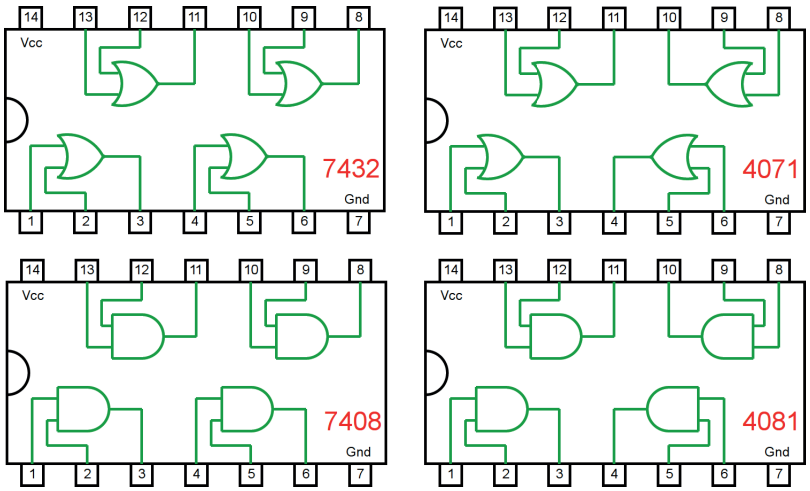

Figura 4.29 – Circuitos integrados TTL e CMOS.
a) Coloque os circuitos integrados (TTL e/ou CMOS da figura 4.29) nas posições indicadas.
d) Conecte os fios verdes. Os fios verdes estão conectados ao terra e portanto fornecendo valor lógico (0) às entradas de todas as portas do CI.